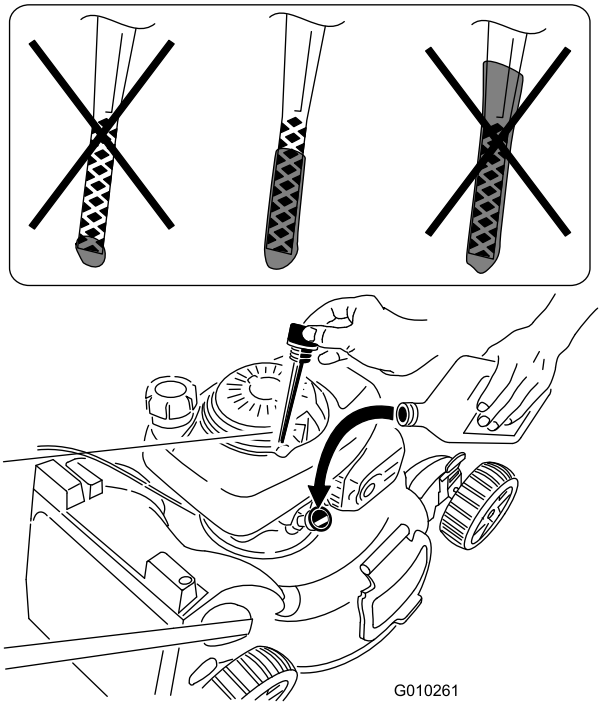

Figuur 16
- Als het oliepeil te laag is, moet u traag een kleine hoeveelheid olie in de vulbuis gieten, 3 minuten wachten en vervolgens stappen 3 tot 5 herhalen totdat de olie het juiste peil heeft bereikt; zie Figuur 16.
- Als het oliepeil te hoog is, tapt u de overtollige olie af tot het juiste oliepeil is bereikt; zie Figuur 16. Voor het aftappen van overtollige olie, zie Motorolie verversen (bladz. 17).
2. Verwijder de peilstok (Figuur 16).
5. Haal de peilstok eruit en controleer het oliepeil; zie Figuur 16.